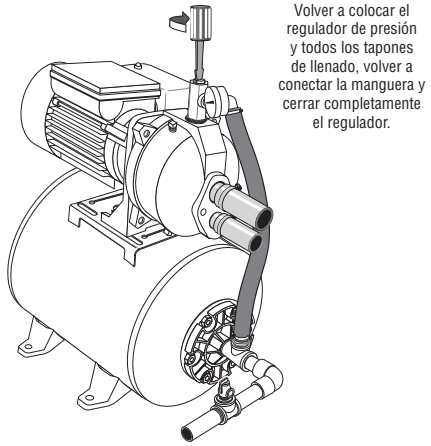

Figura 11 - Bomba de carga
2. Vuelva a colocar todos los tapones de llenado y cierre la válvula de control completamente (Figura 11).